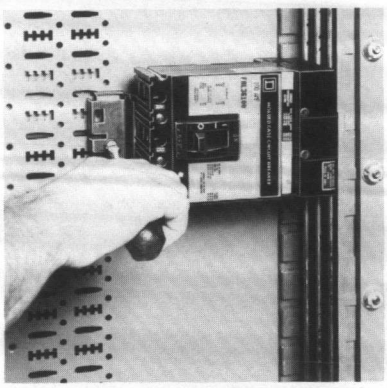

Figure 22
d. Turn down the retaining screw in the circuit breaker mounting bracket and pan (Figure 22). Be sure the screw is tight, but not so tight that it bends the bracket.